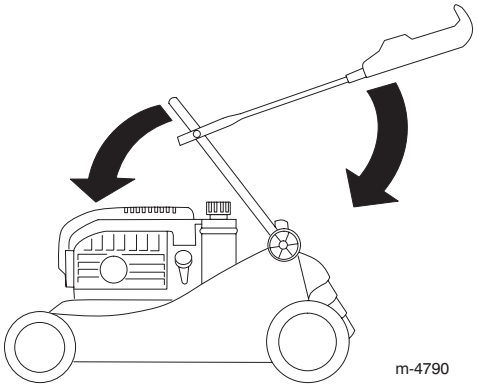

Bild 29
3. Kippen Sie das untere Griffteil vorsichtig nach vorne, bis es den Motor berührt (Bild 29).
4. Kippen Sie das obere Griffteil vorsichtig nach hinten, bis es flach liegt (Bild 29).